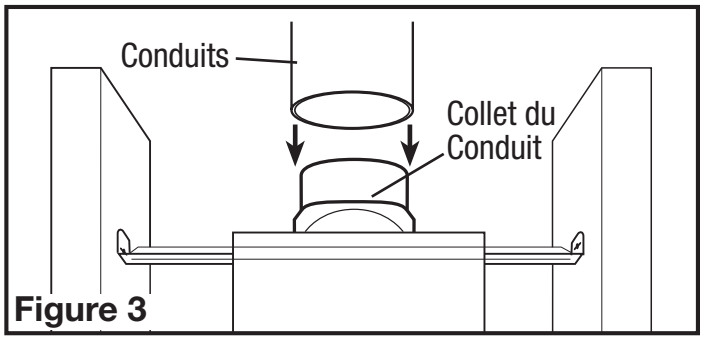

Figure 3
1. Raccorder le conduit au collet de conduit du ventilateur **(Figure 3)**. Fixer en place à l'aide de ruban ou de serre-joint. Toujours évacuer le ventilateur vers l'extérieur au travers de chapeau mural ou de toit. Il est recommandé que les raccords d'extrémité basse de restriction sont utilisées.